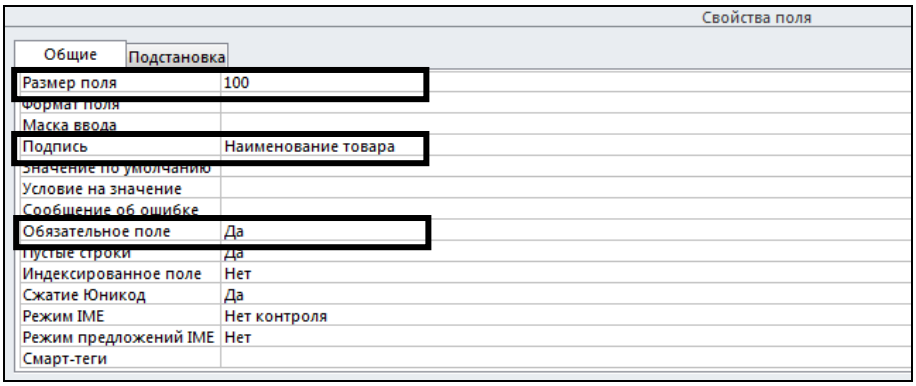

Рис. 2.29. Свойства поля *Товар*
3.2. Свойства поля *Товар* (рис. 2.29).